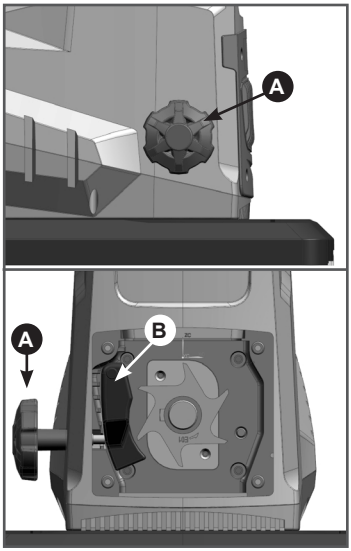

Рис. 8 Регулировка контрплиты
Для получения оптимального результата измельчения и предотвращения повреждения фрезы контрплита B (Рис. 8) должна периодически регулироваться. Для этого включите измельчитель, поверните регулировочную ручку контрплиты A (Рис. 8) по часовой стрелке, пока не будет слышен легкий шум трения, и мелкие алюминиевые стружки в течение короткого времени будут сыпаться из разгрузочного желоба. Если этого не произошло, а ручка контрплиты находится в крайнем положении, необходимо осмотреть состояние фрезы и контрплиты и заменить при необходимости контрплиту.
1. Поверните регулировочную ручку контрплиты А (Рис. 8) против часовой стрелки до упора.